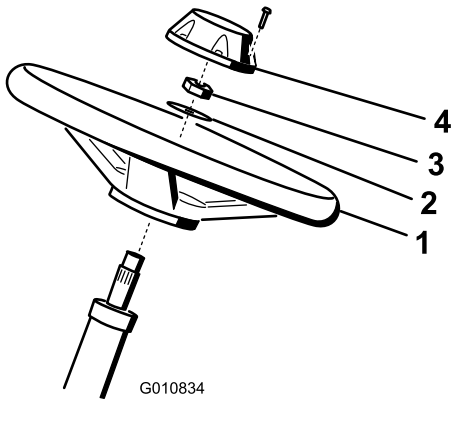

**Figur 3**
1. Før rattet på rattstangen (Figur 3).
2. Før skiven på rattstangen (Figur 3).
3. Fest rattet til stangen med en låsemutter og stram den til med et moment på 27–35 N·m (Figur 3).
4. Monter lokket på rattet og fest med en skrue (Figur 3).